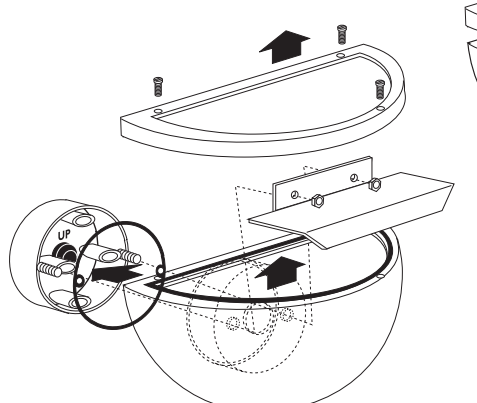

fig. 1
- Enlever la base de fixage à mur et l'étrier interne agissant sur le 2 écrous M5 **(fig. 1).**
- Quitar la base de fijación a la pared y la brida interna desenroscando las 2 tuercas M5 **(fig. 1).**